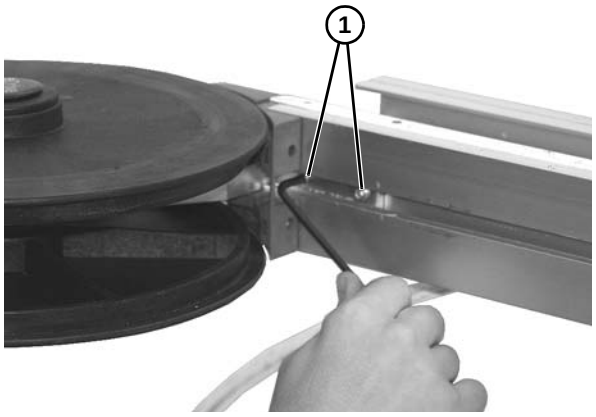

Figure 10
3. Secure with two set screws **(Figure 10, item 1)**. Tighten all set screws 1/4 turn past contact with frame.